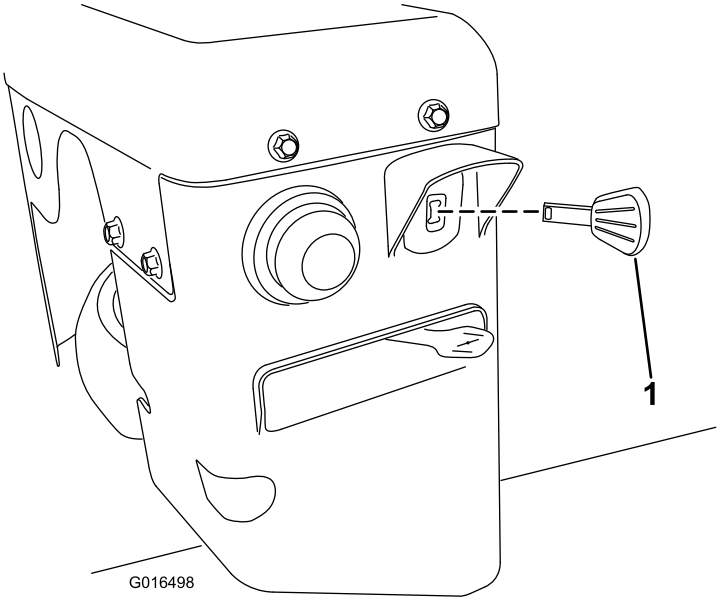

Figur 27
3. Sätt i nyckeln helt i tändningslåset (Figur 27).